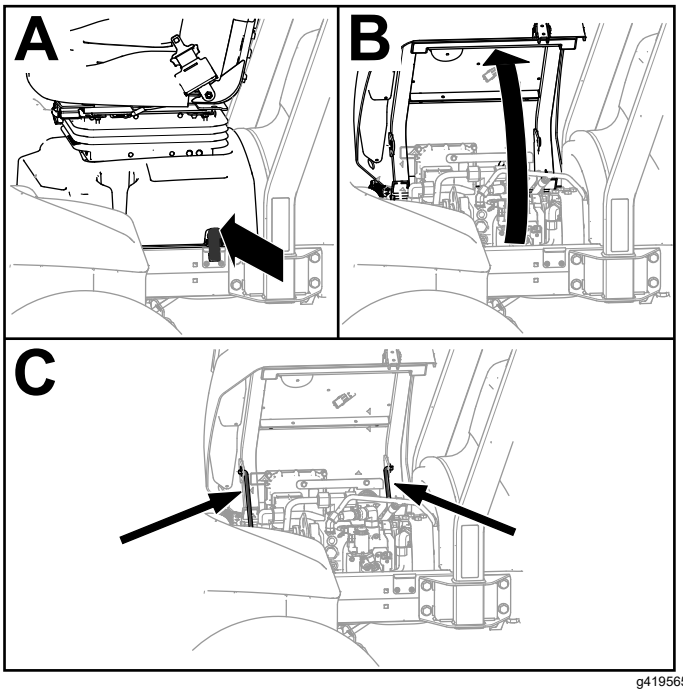

Figuur 68
1. Ontgrendel de stoelbasis (A van Figuur 68).
2. Kantel de stoel en de basis open (B van Figuur 68).
3. Ondersteun deze met de steunstangen (C van Figuur 68).